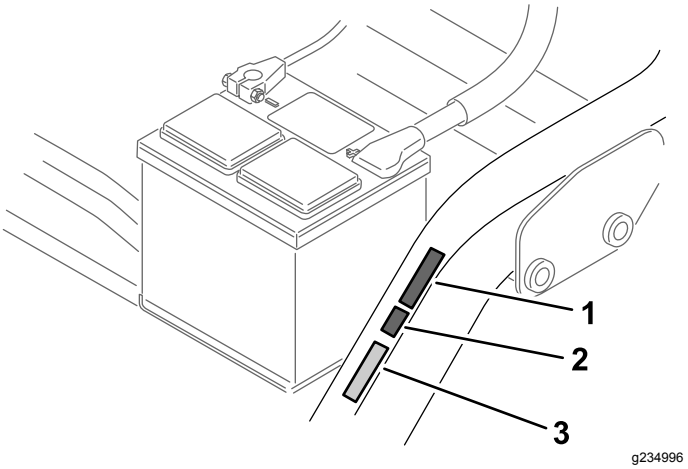

Figuur 17
- Breng de CE-markeringssticker aan naast het plaatje met het serienummer (Figuur 17).
- Breng de CE-sticker met het productiejaar aan naast de CE-markeringssticker (Figuur 17).